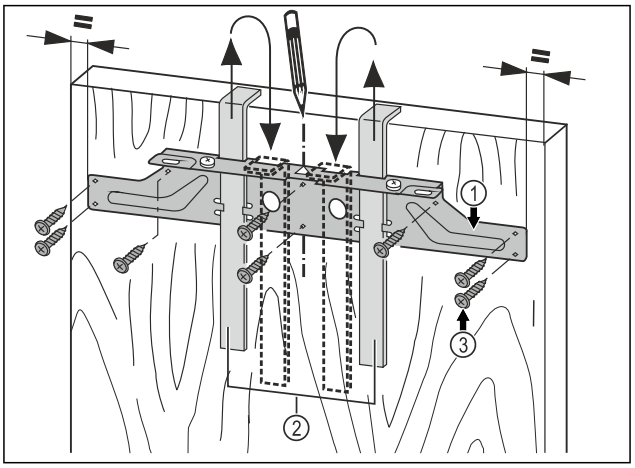

Fig. 44
▶ 用安装辅助工具 *Fig. 44 (2)* 将固定横梁 *Fig. 44 (1)* 悬挂在家具门的内侧。
▶ 在冰箱门上居中对齐固定横梁 *Fig. 44 (1)*。
▶ 用至少 6 颗螺钉 *Fig. 44 (3)* 拧紧固定横梁 *Fig. 44 (1)*。
▶ 在边缘上用 4 颗螺钉 *Fig. 44 (3)* 拧紧固定横梁 *Fig. 44 (1)*。
▶ 向上拔出安装辅助工具 *Fig. 44 (2)*，并在扭转后将其插入到旁边的插口中。